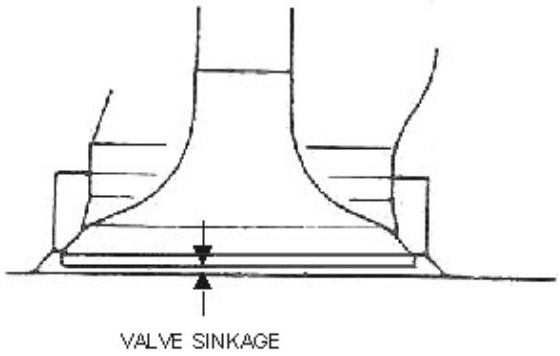

Figure 4. Valve Sinkage Measurement.
6. Check the valve sinkage using a depth micrometer (see Figure 4). Replace a valve if its sinkage is 0.047 in. or greater.